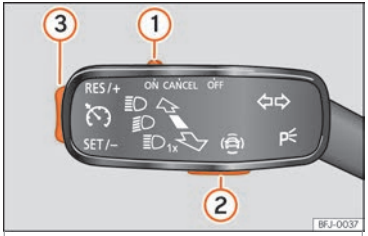

Fig. 181 Sur le levier des clignotants : des touches permettent d'actionner le limiteur de vitesse.
Pour basculer entre les systèmes d'assistance à la conduite, appuyez sur la touche ›› fig. 181 ②, puis sélectionnez à l'aide de la molette de droite du volant multifonction dans le menu du combiné d'instruments et appuyez sur la molette pour confirmer.
- Déplacez la commande ››› fig. 181 ① sur la position **ON** et appuyez sur la touche ②.
- En cours de route, appuyez sur la touche ››› fig. 181 ③ dans la zone **SET/–**.
Il est possible de régler la vitesse avec la touche ››› fig. 181 ③ :
- Déplacez la commande ››› fig. 181 ① sur la position **OFF**.
Si vous souhaitez désactiver temporairement le limiteur de vitesse, par exemple pour dépasser, déplacez la commande ››› fig. 181 ① sur la position **CANCEL** ou appuyez sur la touche ②.
Une fois le dépassement effectué, le limiteur de vitesse peut être activé avec la vitesse réglée précédemment en appuyant sur la touche ››› fig. 181 ③ dans la zone **RES/+**.